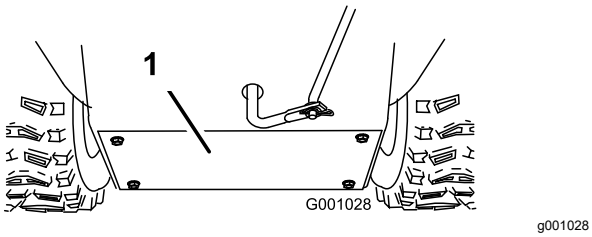

Figure 42
3. Retirez le couvercle arrière (Figure 42).